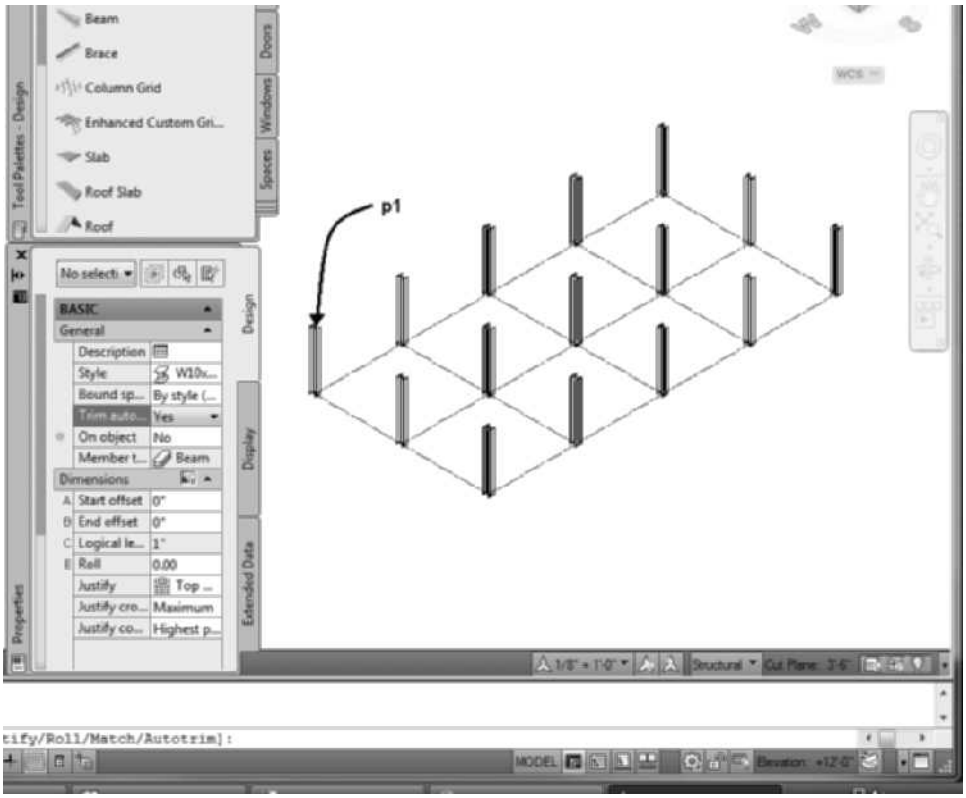

FIGURE 13.23 *Placing the start point of the beam*
14. Select the Home tab. Choose Design Tools to display the Design tool palette as shown in Figure 13.23.
15. Select the **Beam** tool from the Design palette. Edit the **Properties** palette for the Beam as follows: Style = **W10 × 77 [W310 × 52]**, Trim automatically = **Yes,** Start Offset = **0**, End Offset = **0,** Roll = **0**, Layout type = **Edge**, Justify = **Top Center**, Justify cross section = **Maximum**, and Justify components = **Highest Priority Only** as shown in Figure 13.23.
Start point or: *(Select the node of the column at* p1 *as shown in Figure 13.23.)*